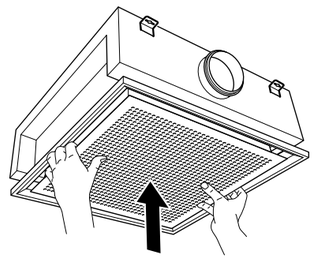

FIGURE 25
4) Once everything is adjusted, push the front plate back up into place. (See **FIGURE 25**).